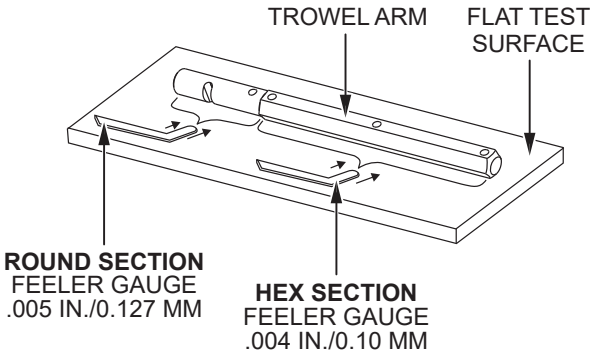

Figure 72. Trowel Arm Inspection
1. Place the trowel arm on a thick, steel plate, granite slab, or any other surface which is **true** and **flat** (Figure 72).
2. Check each of the six sides of the trowel arm hex section (Figure 72). A feeler gauge of 0.004 inch (0.10 mm) should not pass between the flat of the trowel arm and the test surface along its length on the test surface.
3. As the flat hex section rests on the test surface, use a feeler gauge of 0.005 inch (0.127 mm) to check the clearance between the round shaft section and the test surface. Rotate the arm to each of the flat hex sections and check the clearance between the round shaft and the test surface. The clearance between the round shaft and the test surface should be identical for each hex section. See Figure 72.